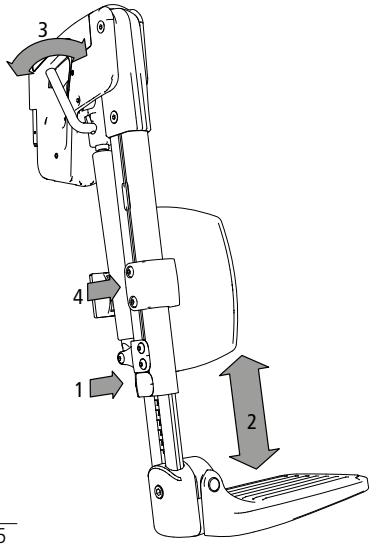

fig. 35
1. Allentare la vite a brugola sul retro (1, fig.35).
2. Ora è possibile regolare in altezza la parte inferiore dei sostegni per le gambe (2, fig. 35). Una selezionata la posizione desiderata stringere nuovamente la vite di fissaggio.
3. Per modificare l'angolazione del sostegno per la gamba tirare o spingere la leva (3, fig. 35). L'angolazione è regolabile in continuo tramite una molla a gas.
4. Allentando le viti di fissaggio (4. fig. 35) sul cuscino è possibile regolare in altezza il cuscino del polpaccio.